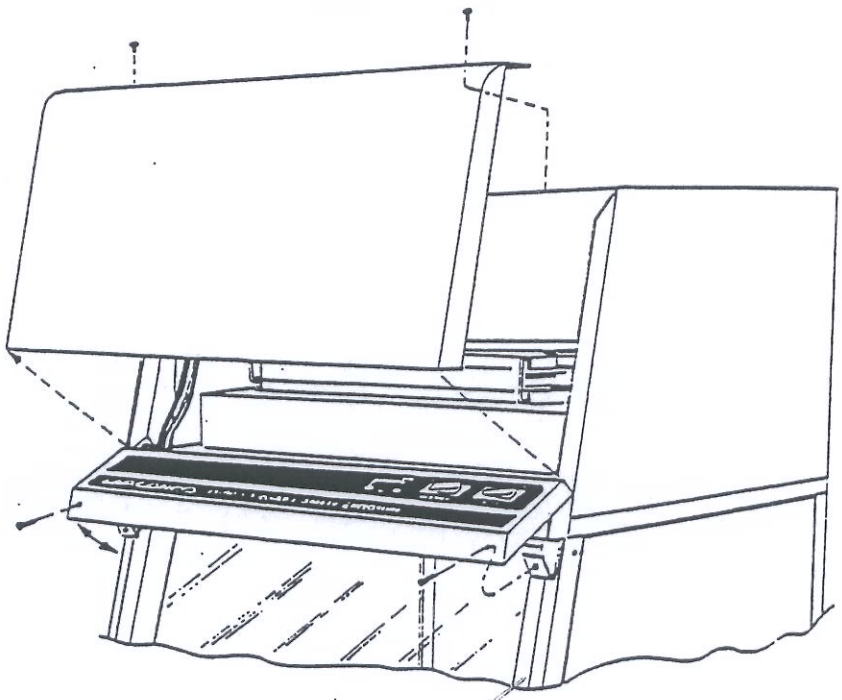

Figure 7
(1) Locate the front dress panel, just above the control panel. Remove the two screws located on the top of the panel. Remove the panel by pulling it slightly upward and out, as shown in Figure 7.
(1) Remove the front dress panel as described above.
(2) Locate the control panel on the front of the cabinet, which has the filter indicator lights and switches. Remove the screws located on each lower end of the panel. Swing the panel upward for access to the fluorescent lamp as shown in Figure 7.
(3) Remove the fluorescent lamp by rotating the lamp and pulling it straight out of its sockets.
(4) Install the new lamp by reversing the removal procedure.